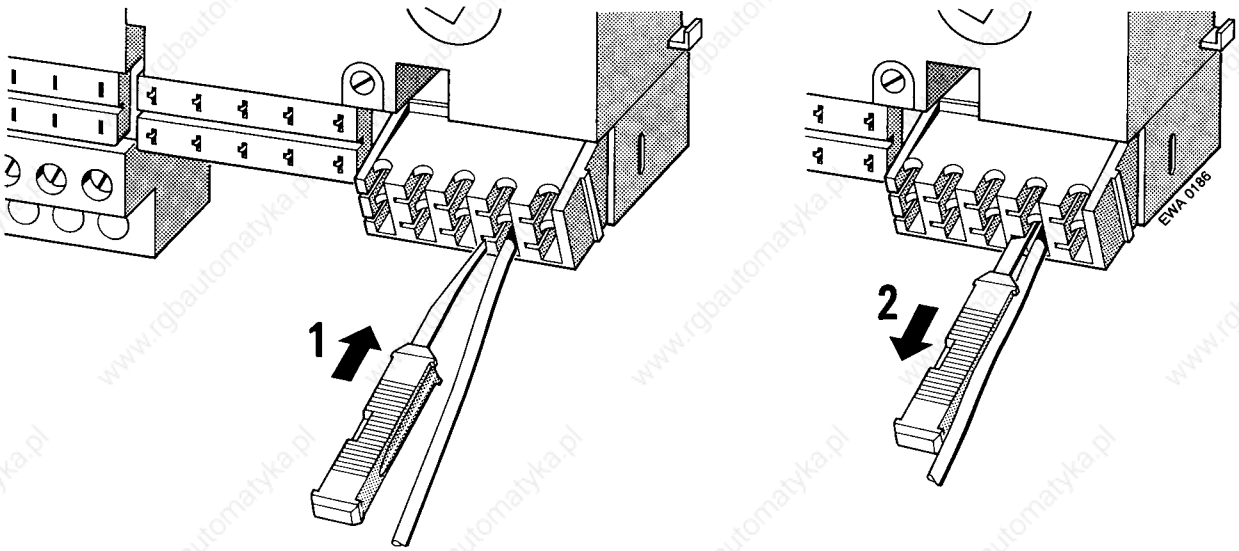

**Figure 3-10. Disconnecting a Terminal**
1. Position the terminal block as is shown in Figure 3-10.